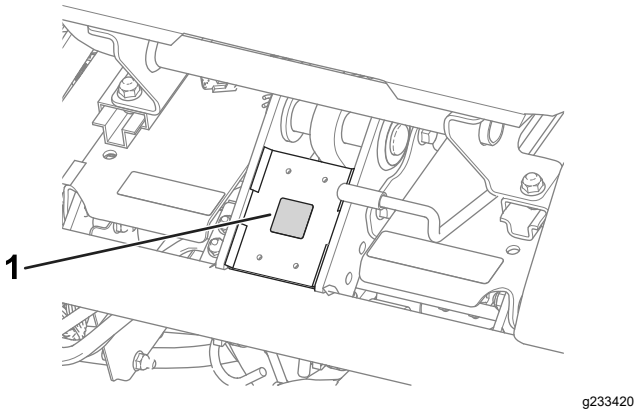

Figuur 9
- Breng de CE-markeringssticker aan op het frame, onder de voorkant van de stoel (Figuur 9).